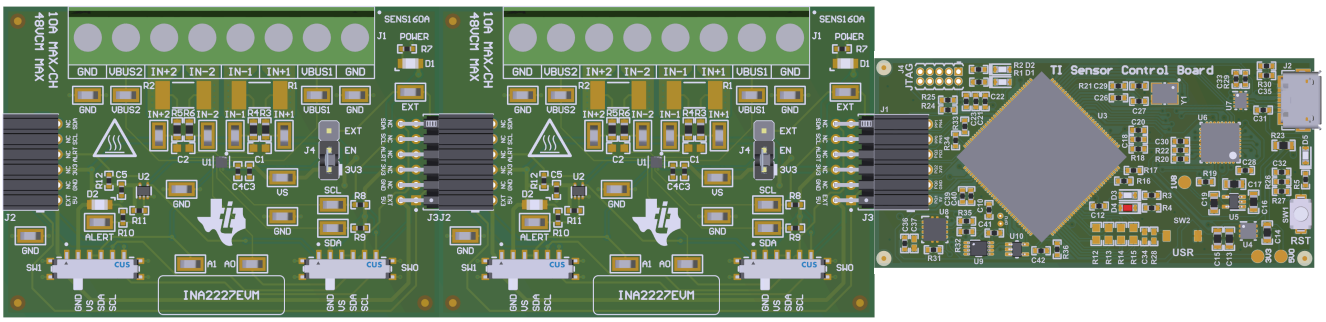

图 2-2. 多个 EVM 连接到 SCB 控制器
a. 连接相同类型的多个 EVM 时，请参阅图 2-2。
如果使用多个 EVM，则如 图 2-2 所示进行连接。确保对每个器件使用不同的地址。GUI 一次仅支持一个 EVM 和器件类型；总共最多四个 EVM。